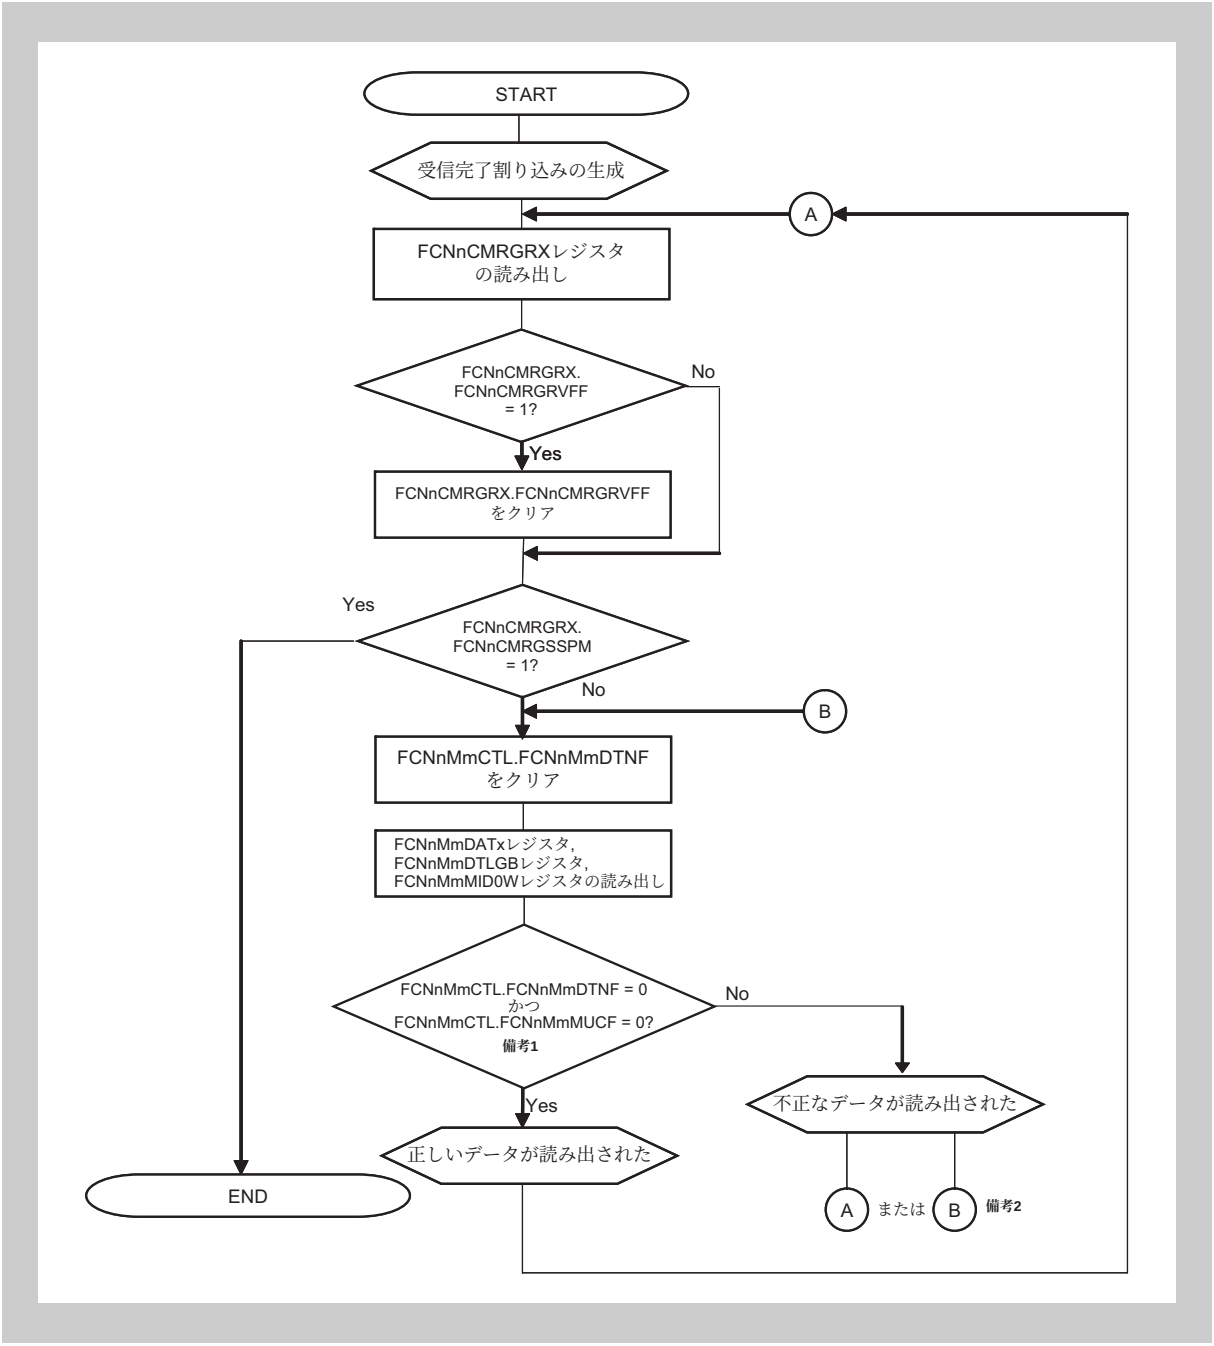
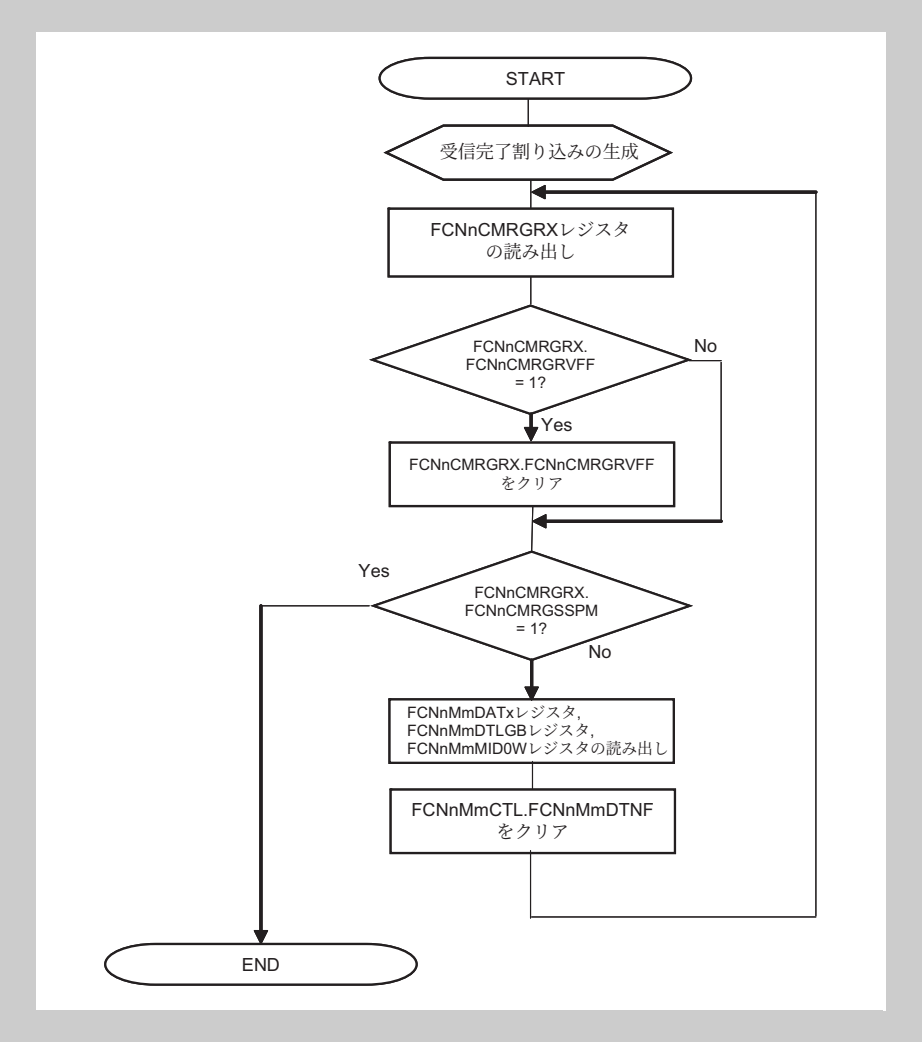

図 20-32　割り込みを利用した受信（FCNnCMRGRX レジスタを利用）
図 20-33 割り込みを利用した受信（FCNnCMRGRX レジスタを利用）の別の方法
5. *図 20-32「割り込みを利用した受信（FCNnCMRGRX レジスタを利用）」*の方法は，代わりに*図 20-33「割り込みを利用した受信（FCNnCMRGRX レジスタを利用）の別の方法」*の方法を利用することができます。